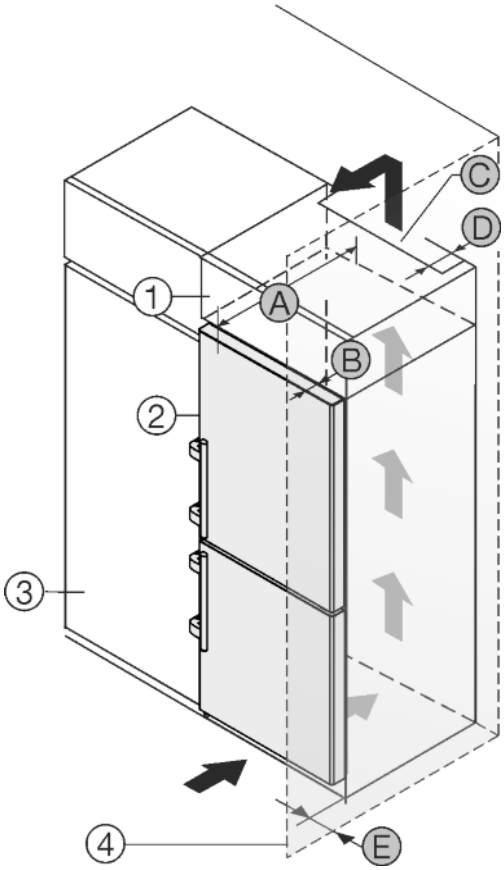

Fig. 45
Het apparaat kan in keukenkasten worden ingebouwd. Om het apparaat *Fig. 45 (2)* aan de hoogte van het keukenblok aan te passen, kan boven het apparaat een opzetkast *Fig. 45 (1)* worden aangebracht.
Het apparaat kan direct naast de keukenkast *Fig. 45 (3)* worden geplaatst. Om de deuren volledig te kunnen openen, moet het apparaat overeenkomstig de diepte *Fig. 45 (B)* t.o.v. het keukenkastfront uitsteken. Afhankelijk van de diepte van de keukenkast en het gebruik van de wandafstandshouders kan het apparaat verder uitsteken.
- Aan de achterzijde van de opzetkast moet een luchtafvoerkanaal met de diepte *Fig. 45 (D)* over de volledige breedte van de opzetkast aanwezig zijn.
- Onder het plafond moet de ventilatiedoorsnede *Fig. 45 (C)* worden aangehouden.
Wanneer het apparaat met de scharnieren naast een wand *Fig. 45 (4)* wordt geplaatst, moet de afstand *Fig. 45 (E)* tussen apparaat en wand worden aangehouden. Dit komt overeen met de uitsteekmaat van de handgreep bij geopende deur.